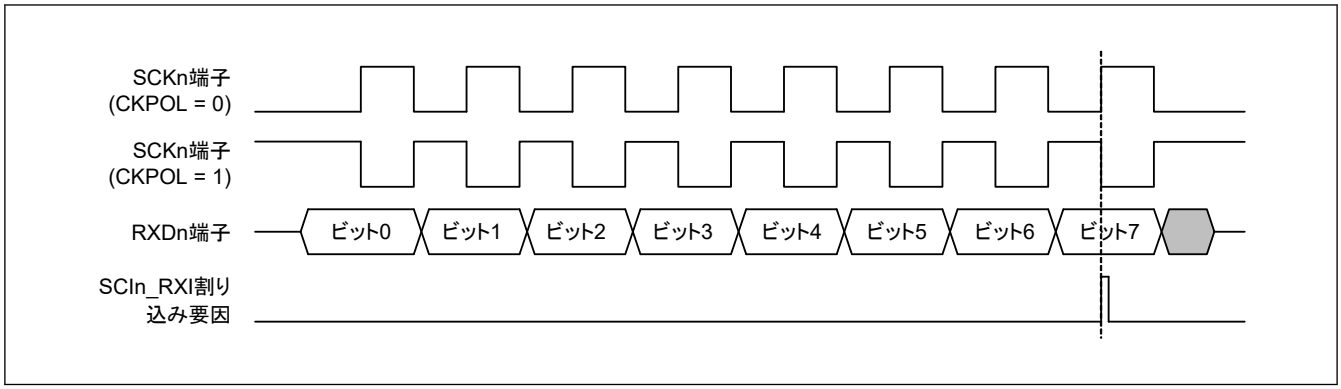

図 24.105 簡易 SPI モードにおける SCIn_RXI 割り込みの発生タイミング（クロック遅れあり）
- クロック遅れあり（SPMR.CKPH ビット = 1）では、図 24.105 に示すように、SCKn 端子の最終クロックエッジ手前のクロックエッジで受信データフル割り込み (SCIn_RXI) が発生します。SCR レジスタの TE ビットと RE ビットを SCKn 端子の最終クロックエッジより前に 0 にすると、SCKn 端子出力がハイインピーダンスとなり、送受信クロックの最後のクロックパルス幅が短くなります。また、SCIn_RXI 割り込みの発生によって、SCKn 端子の最終クロックエッジより前に接続先スレーブの SSn 端子入力信号が High になった場合、スレーブが誤動作する可能性があります。